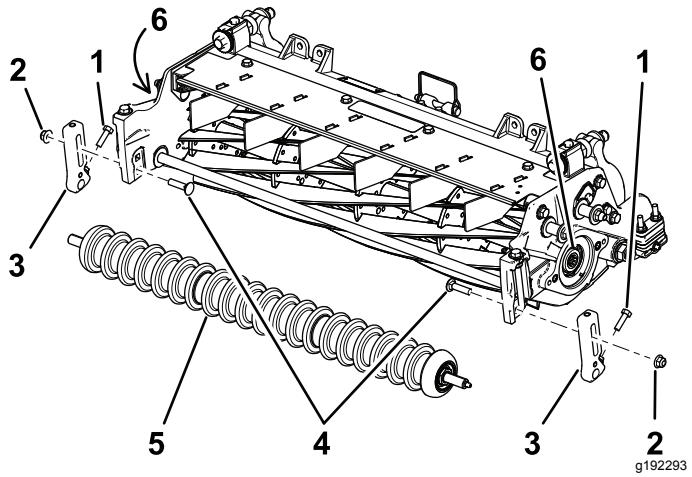

Figura 3
2. Retire los pernos de cuello cuadrado y las contratuercas que sujetan los soportes de ajuste de la altura de corte (ADC) a las chapas laterales de la unidad de corte (Figura 3).
3. Afloje los tornillos que sujetan los soportes de ajuste de la altura de corte al eje del rodillo delantero (Figura 3).
4. Retire los soportes de ajuste de la altura de corte y el rodillo delantero existentes de las chapas laterales de la unidad de corte (Figura 3).
6. Retire y deseche el inserto acanalado existente de cada extremo del eje del molinete con la herramienta del eje de transmisión del molinete (Pieza Nº TOR4074 para el molinete de 17,8 cm). Consulte Figura 3.